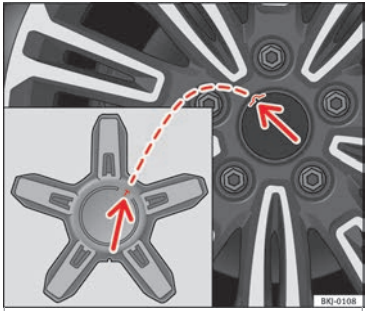

**Fig. 80** Fitting the central wheel trim.
- Fit the central wheel trim onto the rim, fitting the protrusion on the trim into the recess in the rim ››› **Fig. 80** (arrows).